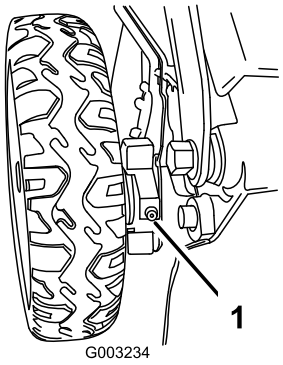

Figur 42
1. Tørk av smørefettet på innsiden av bakhjulene med en ren klut (Figur 42).